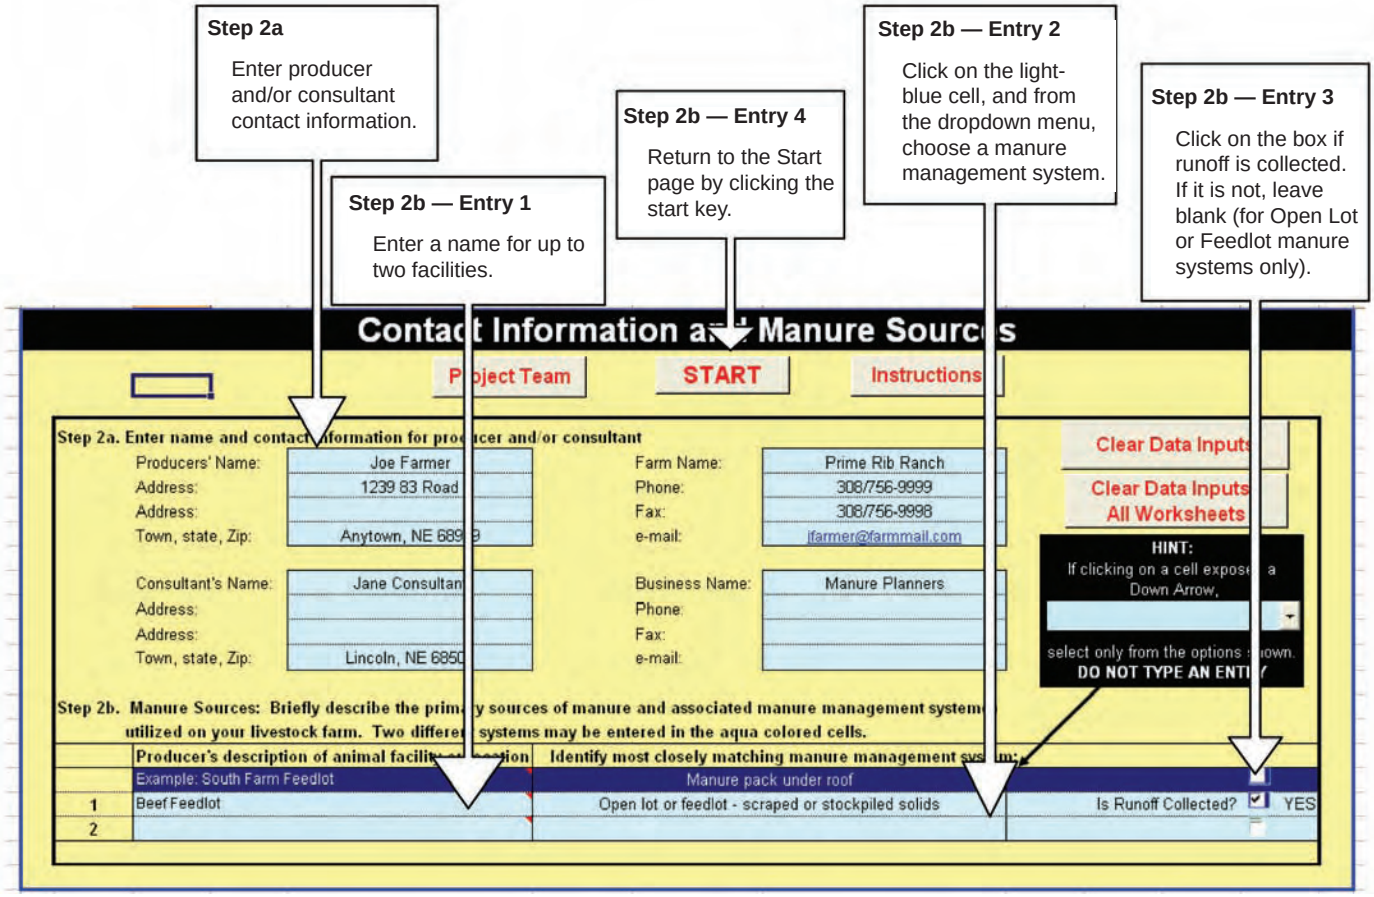

Figure 8. A review of entries for *Step 2.*
Step 2 — Enter Farm Contact Information and Sources of Manure (**See** *Figure 8*)